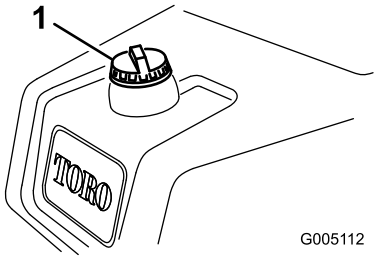

Figur 29
1. Gör rent runt tanklocket och ta bort det (Figur 29).